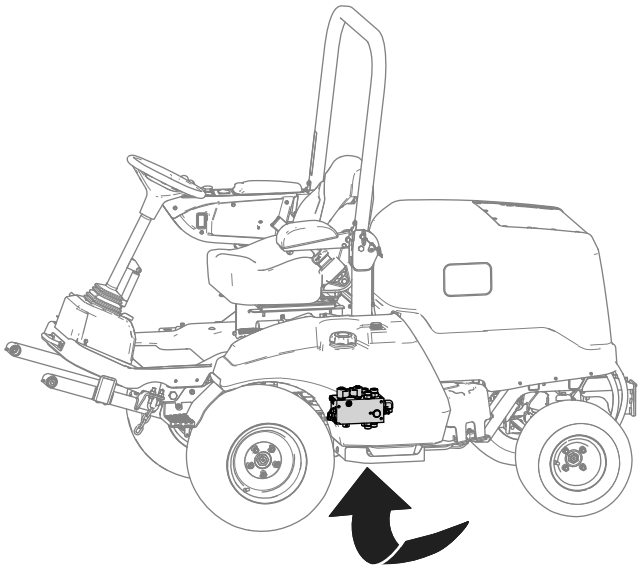

Figuur 20
3. Zoek het hefverdeelstuk onder de machine (Figuur 20).